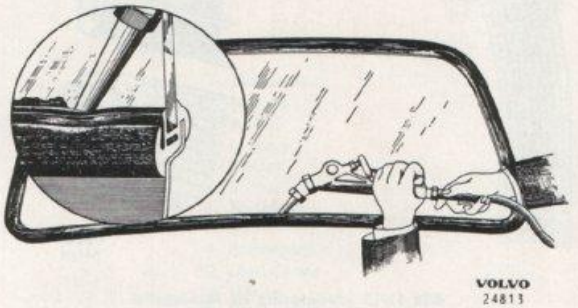

Bild 11-20. Kittning av ruta
4. Spåren i gummilisten tätas med kitt. Kittsprutan föres enl. bild 11-20. Tryckluftspruta bör användas dels för att få kittet tillräckligt djupt i spåret dels för att få jämn fyllning. Sprutan bör föras i den vinkel som visas på bild 11-20.